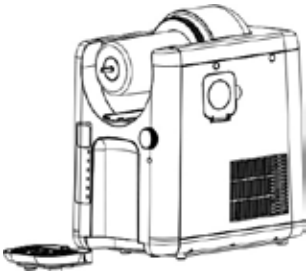

Fig. 10
18. Retirez le bac d'égouttage de l'appareil, videz le bac d'égouttage et nettoyez-le, ainsi que la grille d'égouttage dans de l'eau tiède avec un peu de produit lave vaisselle (Fig. 10).